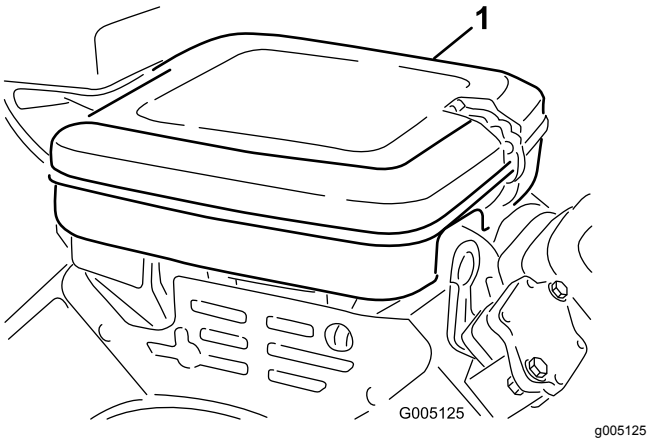

Figuur 31
1. Reinig het luchtfilterdeksel (Figuur 31).